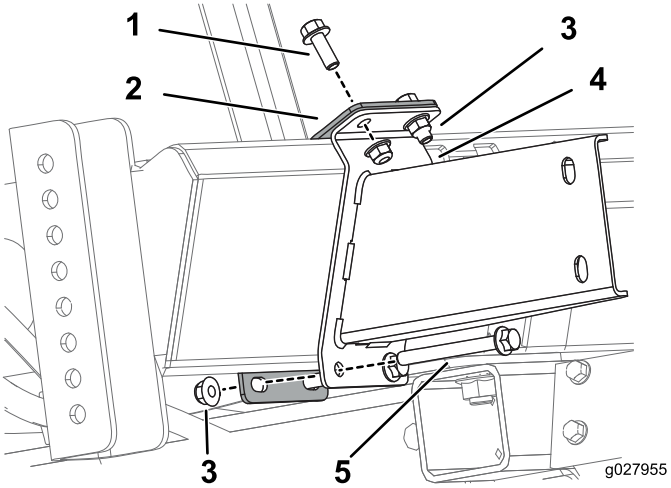

Figur 4
3. Montera det undre fästet och det undre stödfästet på ramen med två skruvar (3/8–16 tum), två skruvar (3/8–16 x 3 1/2 tum) och fyra flänsmuttrar (3/8–16 tum) enligt Figur 4.